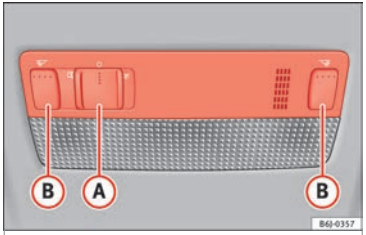

Fig. 93 Front reading light.
Press the corresponding button (B) ››› **Fig. 93** to switch on the reading light.